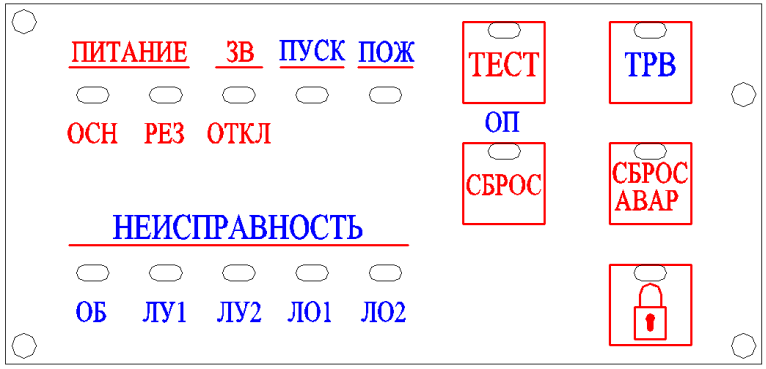

Рисунок 1. Органы управления (кнопки) и индикации на панели прибора
3.1.Органы управления (кнопки) на панели прибора (см. рис. 1):
3.2.Органы индикации на панели прибора (см. рис. 1):